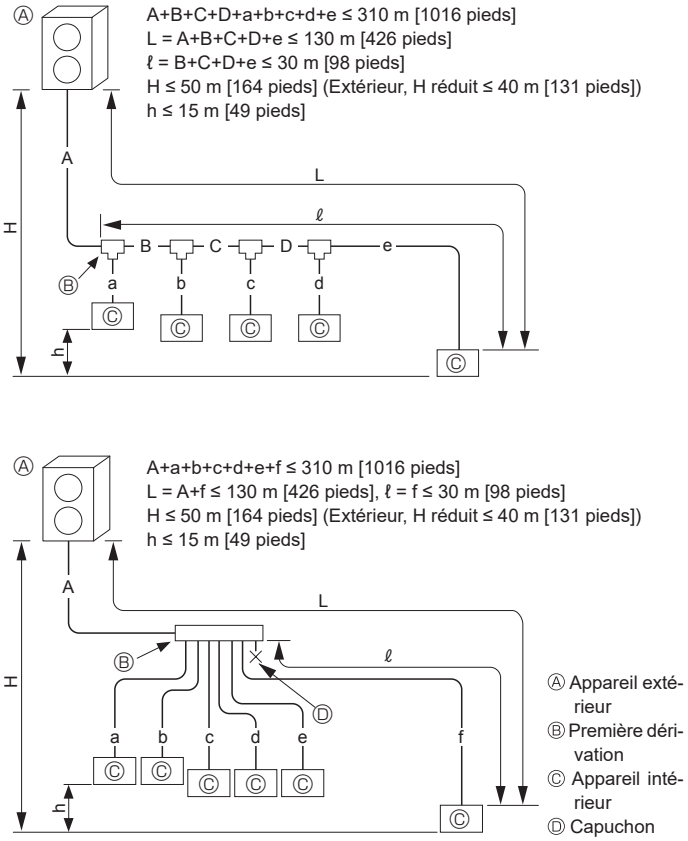

Fig. 4-1
4.2.1. Raccordement sans boîtier de dérivation (Fig. 4-1)